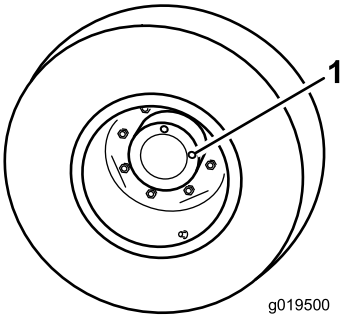

Figuur 15
1. Plaats de machine op een egale ondergrond en zet het wiel zodanig dat 1 controleplug zich bovenaan (op 12 uur) en de andere zich rechts (op 3 uur) bevindt (Figuur 15).
1. Controle-/aftapplug (2)
2. Verwijder de rechtse controleplug (Figuur 15).